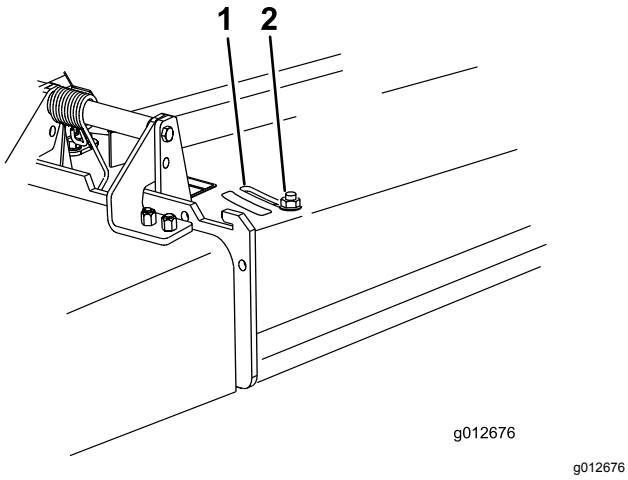

Figur 22
3. Justera skärmen genom att lossa muttern (Figur 22).